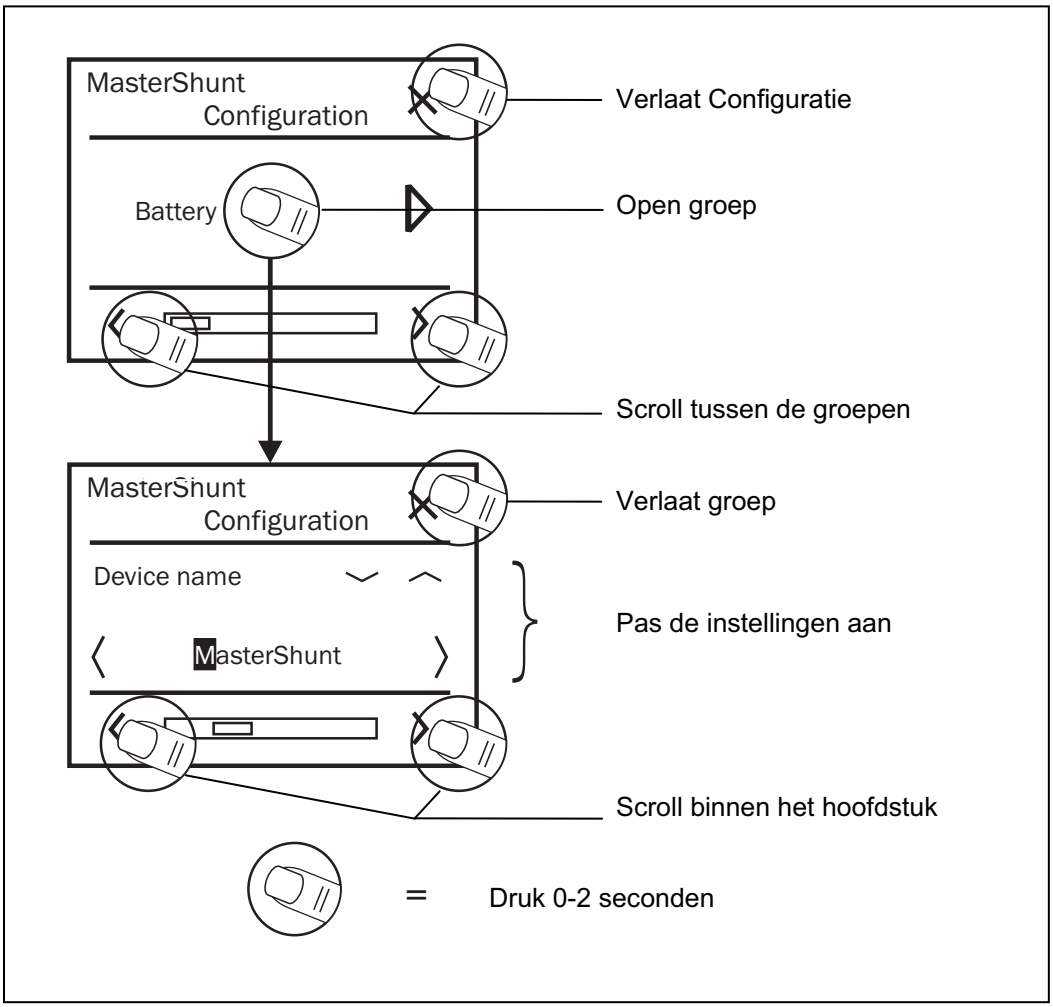

Afbeelding 11: Bediening van de MasterView Easy, voorbeeld Configuratie
- Druk op X om een menu te verlaten of een setting te cancellen. (zie afbeelding 11). U keert dan terug naar het apparaatkeuzemenu.